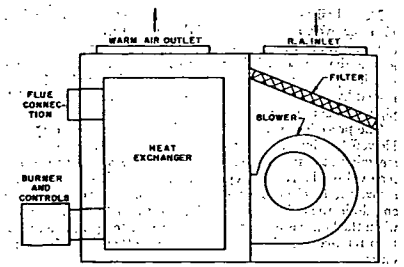

Fig. 3 .... Basement (Low-Boy) Forced Warm Air Furnace
3. The *basement* or *low-boy* furnace (Fig. 3) is a variation of the upflow furnace and requires less head room. The blower is located along-side the heat exchanger at the bottom. The air enters the top of the cabinet, is drawn down through the blower, discharged over the heat exchanger and leaves vertically at the top.